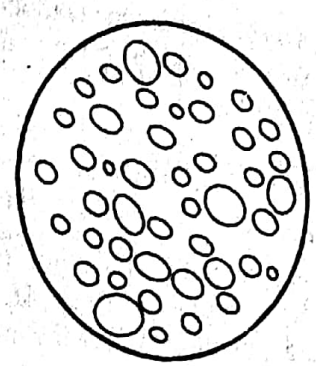

Fig. 17.3
2. Conglomerates. Conglomerates (Latin, *Cum* = Together, *lumos* = ball) are mechanically formed sedimentary rocks consisting of rounded pebbles, gravels, boulders etc. cemented together as shown in Fig. 17.3. These pebbles are generally heterogeneous in nature and are more than 2 mm. in diameter.